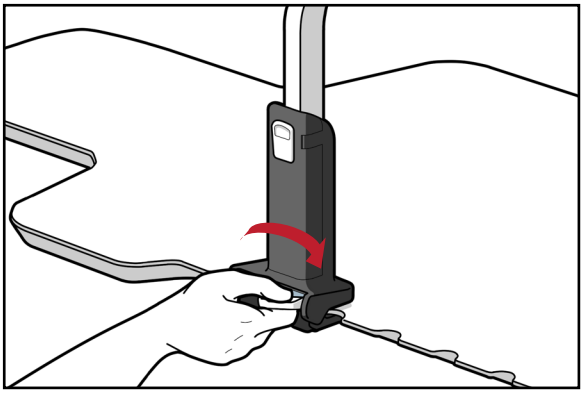

Figure 2
4. Verrouiller les deux pinces pour ponts en tournant le levier de verrouillage jusqu'à ce qu'elles soient bien fixées. (Figure 2)